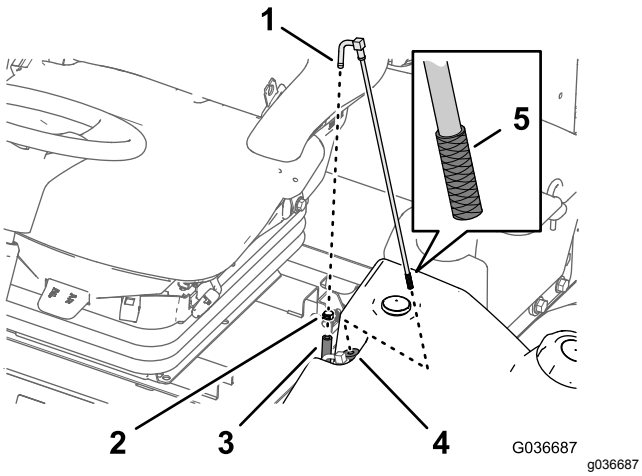

Figur 73
1. Fjern slangeklemmen, der fastgør brændstofforsyningsslangen til brændstofsugeslangens fitting (Figur 73).
2. Fjern slangen fra fittingen (Figur 73).
3. Løft brændstofsugeslangen fra brændstoftanken (Figur 73).
4. Fjern eventuelt snavs fra skærmen ved enden af brændstofsugeslangen (Figur 73).
5. Indfør brændstofsugeslangen igennem gummibøsningen og ned i tanken (Figur 73).